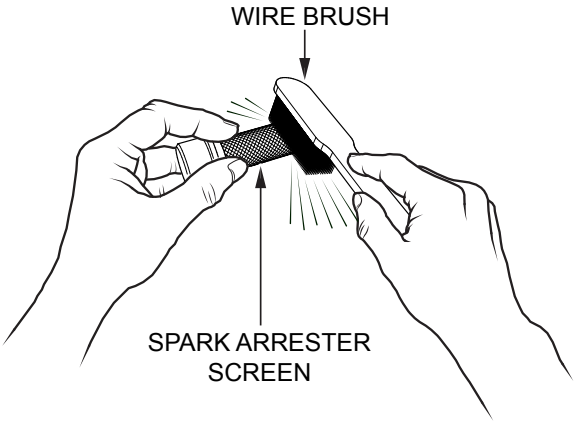

Figure 67. Cleaning The Spark Arrester
3. Clean the spark arrester screen with a stiff bristle brush (Figure 67). If carbon buildup is present, soak or spray the spark arrester screen with carburetor cleaner and blow dry from the inside out with low-pressure compressed air.